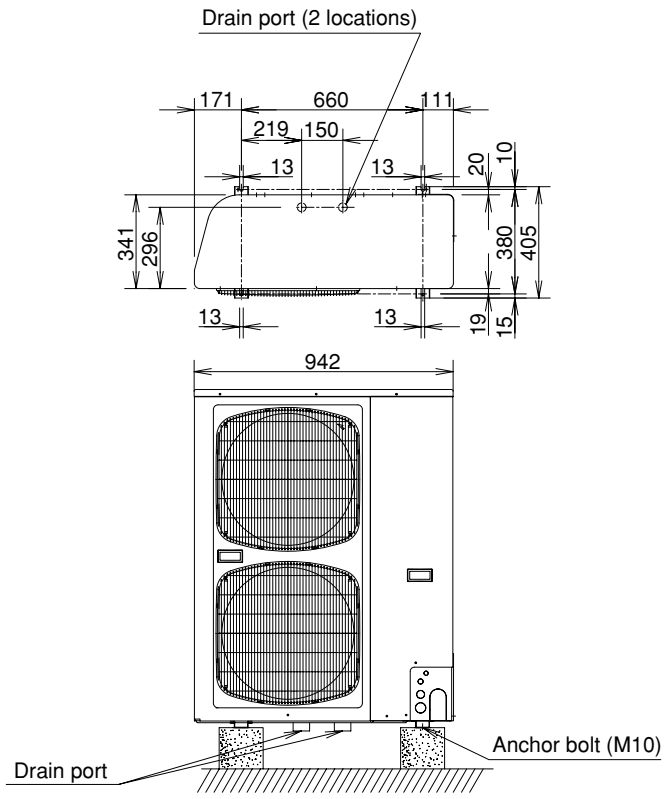

**Fig. 4-1**
- Refer to the Fig. 4-1 for the anchor bolt dimensions.